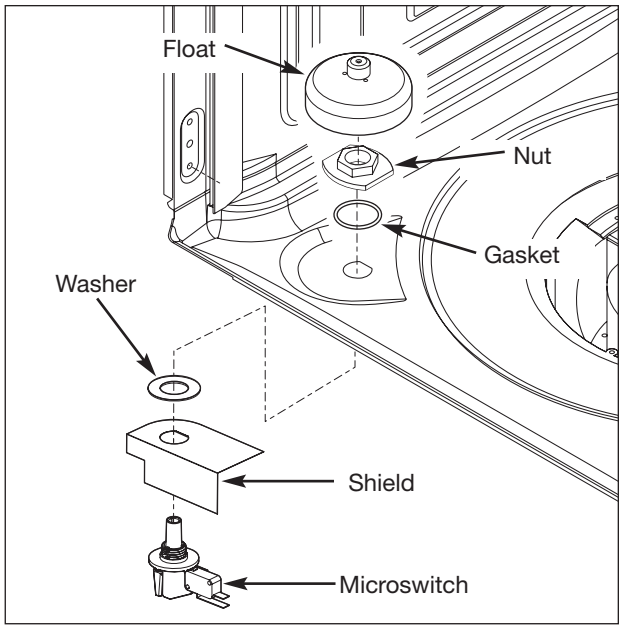

Figure 5-32. Float Switch Removal
5. Using a 15/16” socket or wrench, remove the plastic retaining nut from the float switch assembly. (See Figure 5-32)